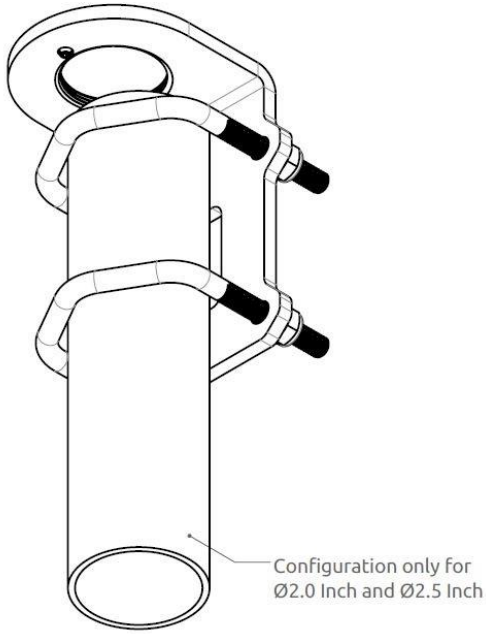
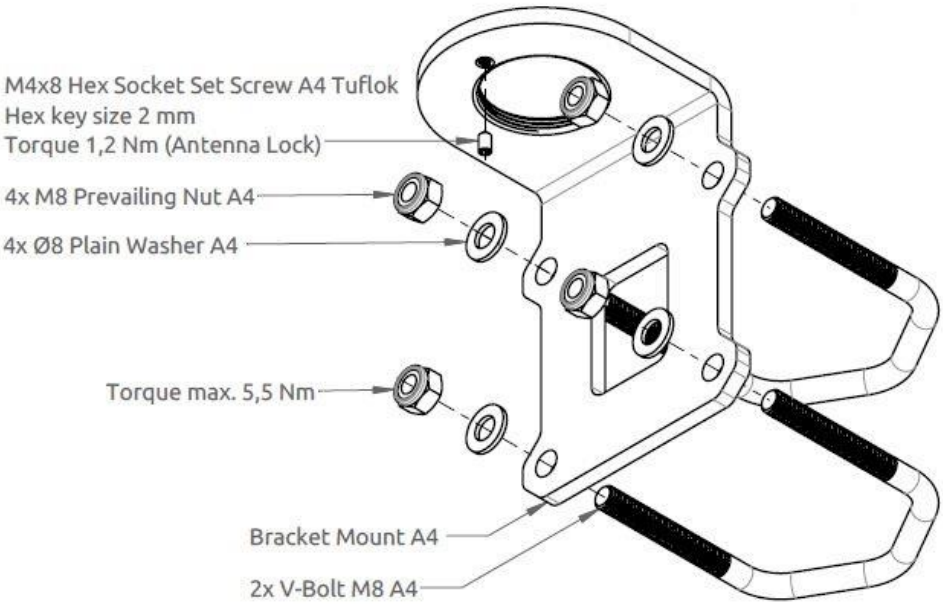

Figure 14: Bracket Mount *(1.5” to 2.5” tube)*, Antenna Unit – vertical tube mount.
Figure 17: Bracket Mount (1.5” to 2.5” tube), Antenna Unit – horizontal tube mount.
The Bracket Mount (1.5” to 2.5” tube), Antenna Unit installation options are illustrated in Figure 14 to Figure 17.
1. Fasten the bracket mount to a tube (max. 2.5“ tube) by using the two V-bolts and the M8 prevailing nuts, as illustrated in Figure 17 on page 14 (max torque = 5.5 Nm)
NOTE: Always fasten the Bracket Mount, Antenna Unit (1.5” to 2.5” tube) to the tube, before installing the LT-3130 Antenna Unit (the antenna unit and bracket mount are fastened together by the thread lock). Remember to secure the pinot screw after the antenna unit has been fastened. The torques are specified in Figure 17 on page 14.
The Bracket Mount (1.5” to 2.5” tube), Antenna Unit can support tubes in the interval 1.5” to 2.5”. The torques are specified in Figure 17. The bracket mount, V-bolts, and nuts are all made of A4 stainless steel